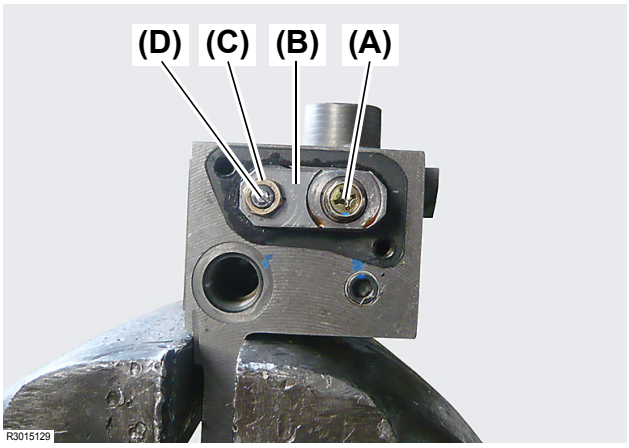

Fig. 14
9. Remove the M6 × 12 mm (L: 0.48 in.) bolt **(Fig. 14 (A))** and then remove the plate assembly.
- Do not disassemble the nut **(Fig. 14, 15, 16, (C))** and the screw **(Fig. 14, 15, 16, (D))**. These have been factory adjusted.